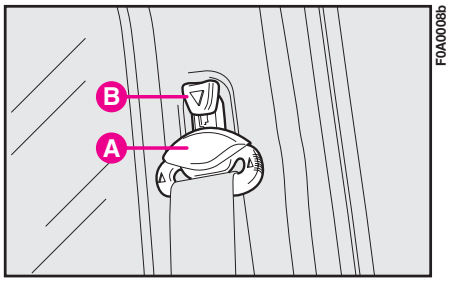

fig. 8
**To raise the belt:** raise loop **A-fig. 8** to the required position.